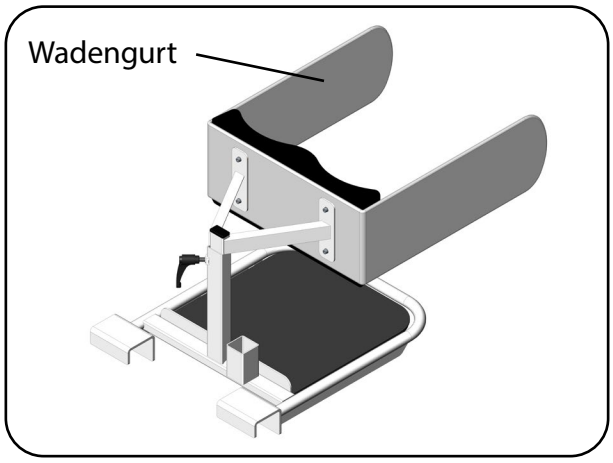

Abb. 6.4.02 - aks-Wadengurt anbringen
2. Positionieren Sie den aks-Wadengurt zwischen der Schienbeinstütze und der Schienbeinpolsterung und fixieren Sie den aks-Wadengurt über die vier Befestigungsösen mit den Schrauben (Abb. 6.4.02).